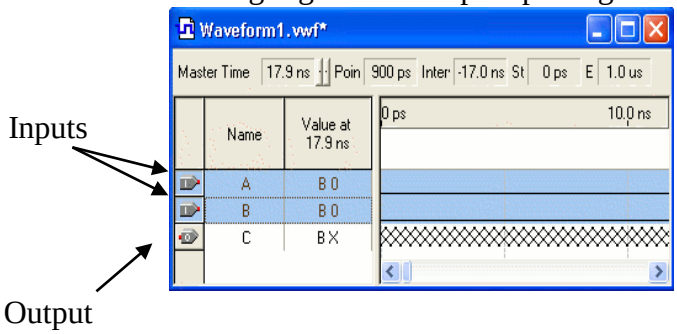

Figure 5a
n. Highlight all the Inputs per Figure 5a.